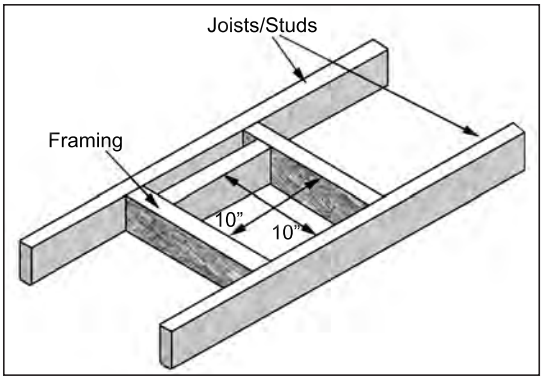
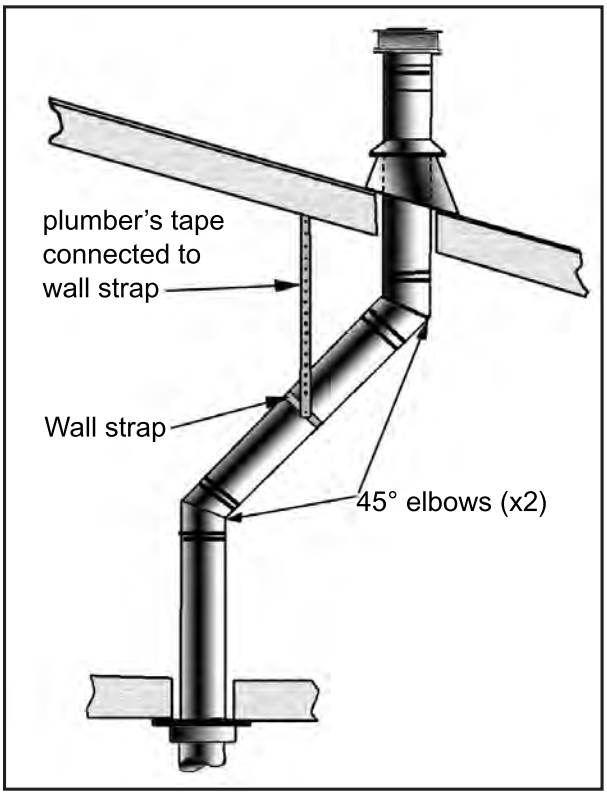

Figure 29. Vent Framing For Wall or Ceiling.
Figure 36: Use of Wall Straps.
4. Frame the hole as shown in Figure 29.
5. Trim the wall thimble to match the wall thickness as necessary. Install the wall thimble and secure it to the inner wall frame using four (4) 1½" wood screws. If a wall is greater than 8" (203mm) in depth, the clearance above the flex must be 4⅜" (111mm)
A 10" (254 mm) x 10" (254 mm) frame (see Figure 29) will assure the proper support and spacing for the vent pipe as it passes through the wall. Installations in Canada require that a wall thimble be used for passing through walls and ceilings. All sealing and vapour barriers must comply with local building codes.
Step 3. With the pipe in the correct position and attached to the fireplace, mark the wall for a 10 inches (25.4 cm) x 10 inches (25.4 cm) square hole (see Figure 29). The center of the hole should match the center line of the horizontal pipe. Cut and frame the hole in the exterior wall where the vent will be terminated. If the wall being penetrated is made of a non-combustible material (i.e. masonry or concrete) a 7 inches (17.8 cm) hole is acceptable.
Step 3. To install the Round Support Box/Wall Thimble in a flat ceiling, cut a 10 inch (25.4 cm) square hole in the ceiling, centered in the hole drilled in Step 2. Frame the hole as shown in Figure 29.
(1) If an offset is necessary in the attic to avoid obstructions, it is important to support the vent pipe every 3 feet (914 mm), to avoid excessive stress on the elbows, and possible separation. Wall straps are available for this purpose (see Figure 36).
(2) When ever possible, use 45° degree elbows instead of 90° degree elbows. The 45° degree elbow offers less restriction to the flow of flue gases and intake air.
(3) For multi story installations; a ceiling firestop is required at the second floor, and any subsequent floors (see Figure 29). The opening should be framed to 10" (254 mm) x 10" (254 mm) inside dimensions, in the same manner as shown in Figure 29.